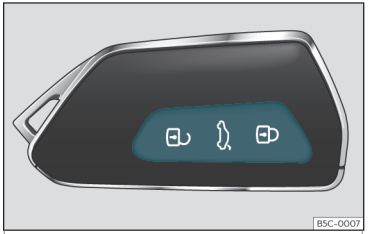

Fig. 70 Llave por control remoto: teclas.
- Bloquear: pulse el botón 🔒 ››› **fig. 70**.